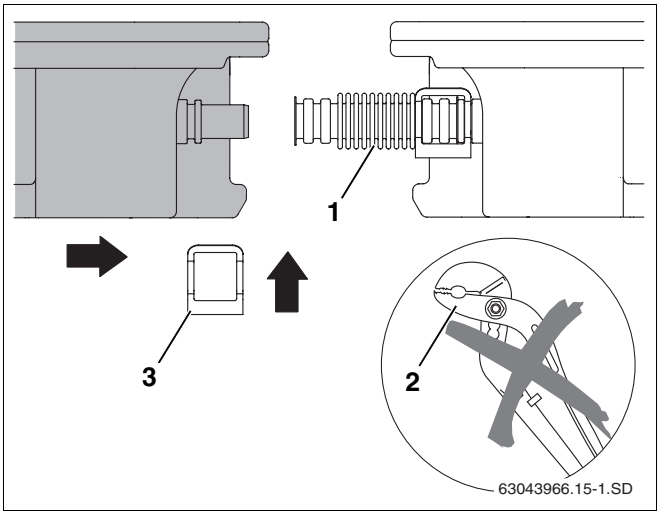

Abb. 49 Zweiten Kollektor an den ersten schieben
- Verwenden Sie keine Hilfswerkzeuge wie z.B. Zangen (Abb. 49, **Pos. 2**). Diese könnten den Wellrohrverbinder unbrauchbar machen.
- Den zweiten Kollektor so an den ersten Kollektor schieben, dass die Kollektoranschlüsse in die vormontierten Wellrohrverbinder (Abb. 49, **Pos. 1**) des ersten Kollektors geschoben werden.
- Zweite Klammer (Abb. 49, **Pos. 3**) über den Wellrohrverbinder und den Kollektoranschluss stecken.